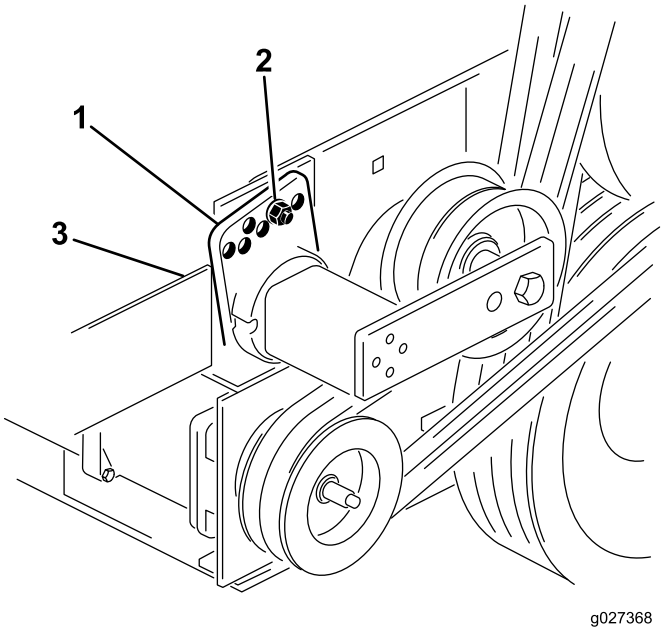

Figur 14
3. Fjern bolten og mutteren som fester strammerføringen til drivfestet for å avlaste remspenningen (Figur 14).